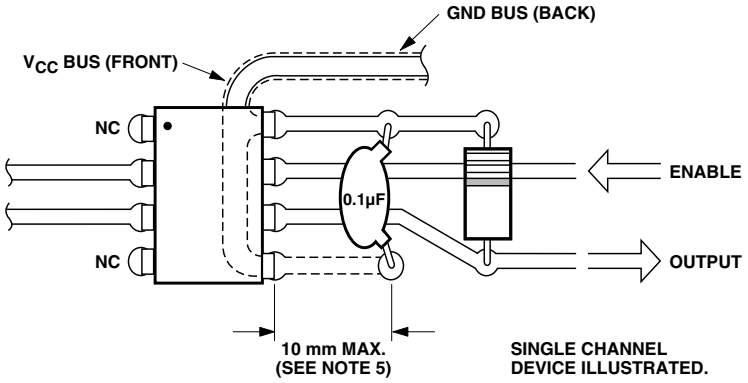

**Figure 17. Recommended printed circuit board layout.**
5. Bypassing of the power supply line is required, with a 0.1 µF ceramic disc capacitor adjacent to each optocoupler as illustrated in Figure 17. Total lead length between both ends of the capacitor and the isolator pins should not exceed 20 mm.